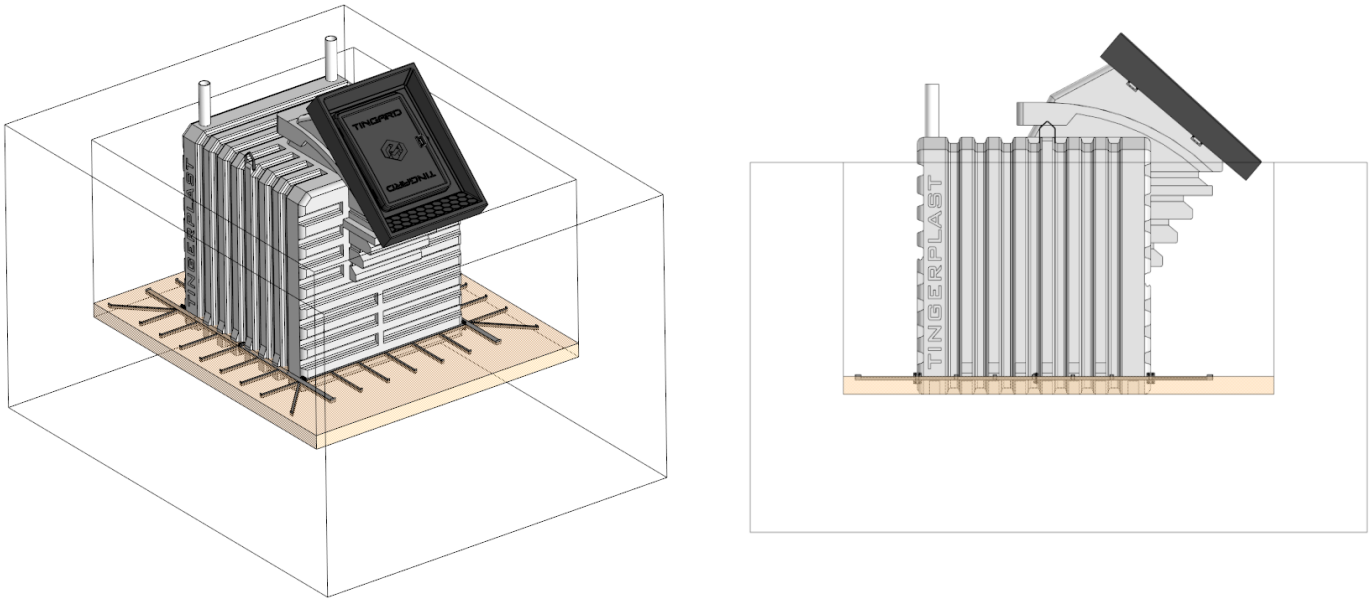

Рисунок 5
4. Произвести отсыпку песчаной смесью до **верхнего края** монтажной юбки (см. Рисунок 5).